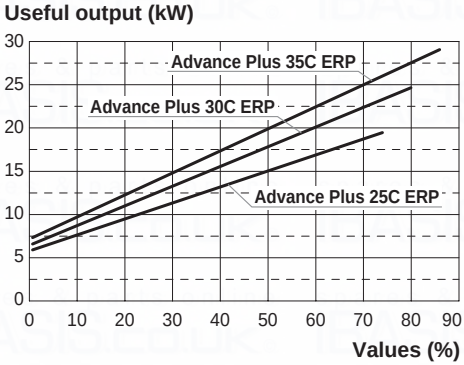
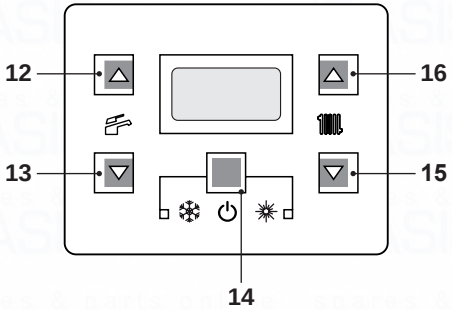
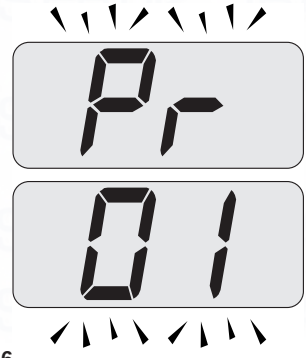
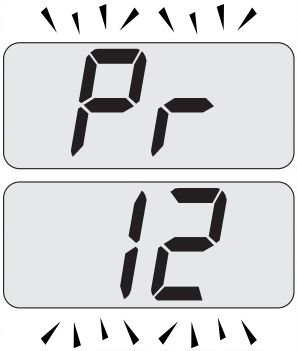

Fig. 7.44
Fig. 7.45
Fig. 7.46
Fig. 7.47
Refer to Fig. 7.44 and determine the correct Value appertaining to the output required for the central heating requirement.
- Enter the ”programming mode” by pressing keys 14 - 15 - 16 (Fig. 7.45) for 10 seconds at the same time until the letters **Pr** that alternate with code **01** are displayed on the LCD display, indicating that ”parameter 01” (Fig. 7.46) has been activated.
- Scroll the various parameters using keys 15 or 16 until the letters **Pr** that alternate with code **12** are displayed on the LCD display, indicating that "parameter 12" (Fig. 7.47) has been activated.
- Press keys 14 and 16 (Fig. 7.45) at the same time until the value of parameter 12 (74=Advance Plus 25C ERP or 78=Advance Plus 30C ERP or 84=Advance Plus 35C ERP) is displayed on the LCD display (Fig. 7.48).
- It is possible to modify parameter using keys 15 or 16 (Fig. 7.45) (Refer to Fig. 7.44 and determine the correct Value appertaining to the output required for the central heating requirement.).
- By pressing key 14 (Fig. 7.45) confirmation of the inserted value is obtained.
- Press keys 14 and 15 (Fig. 7.45) at the same time to exit without changing the value (return to the parameters list Fig. 7.47)
- Press keys 14 - 15 - 16 (Fig. 7.45) at the same time for 10 seconds to exit the "programming mode".